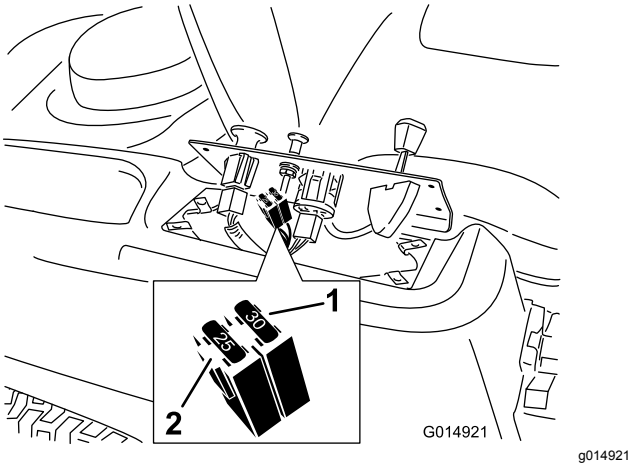

Figur 48
2. Løft opp kontrollpanelet for å få tilgang til hovedledningssatsen og sikringsblokken (Figur 48).
3. Når du skal bytte sikring, må du dra i sikringen for å få den ut (Figur 48).